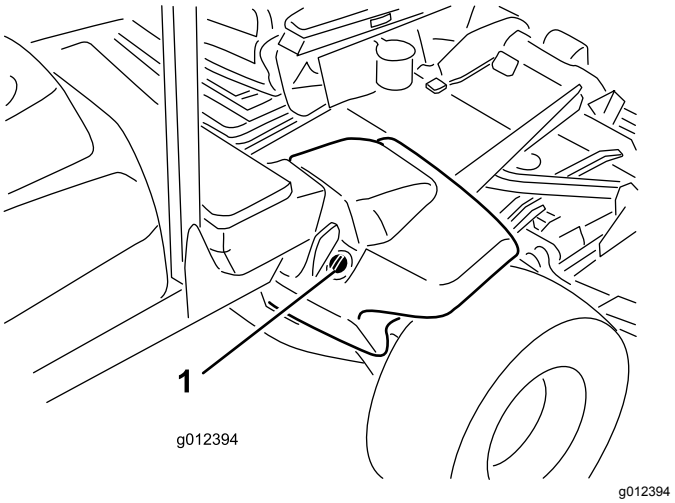

Figur 17
2. Gör rent omkring påfyllningsröret och hydraultanklocket (Figur 17). Skruva av tanklocket på påfyllningsröret.